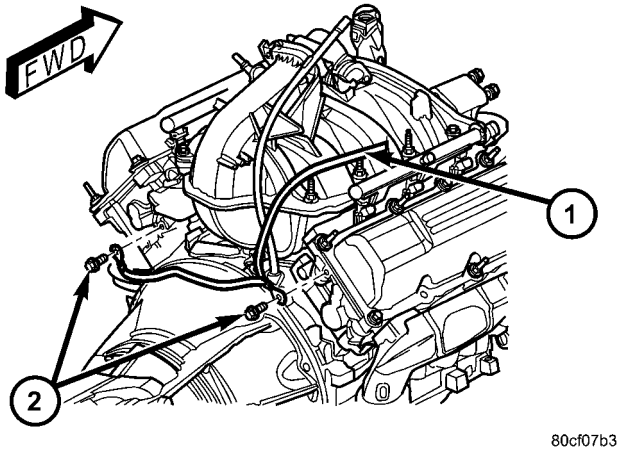

Fig. 9 ENGINE GROUND STRAP - 3.7L
(1) Disconnect and isolate the battery negative cable.
(2) Remove the attaching bolts from the cylinder heads (Fig. 9).